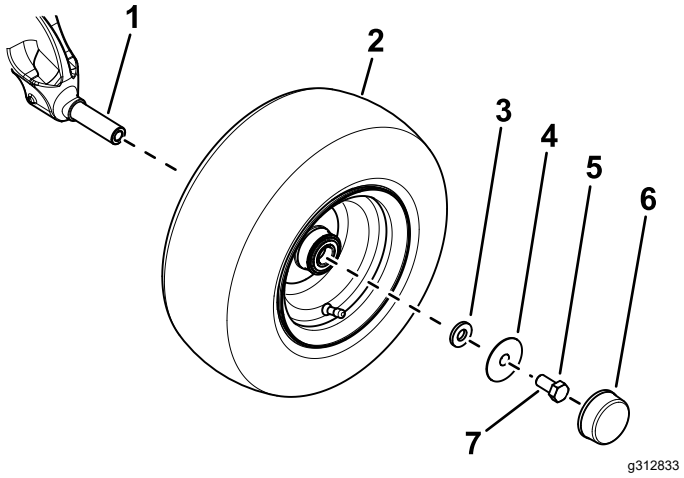

**Figuur 3**
B. Gebruik een kleine ring, grote ring en een bout (⅝" x 1¼") om het wiel aan de as te bevestigen (Figuur 3).
D. Plaats de stofkap op het wiel (Figuur 3).